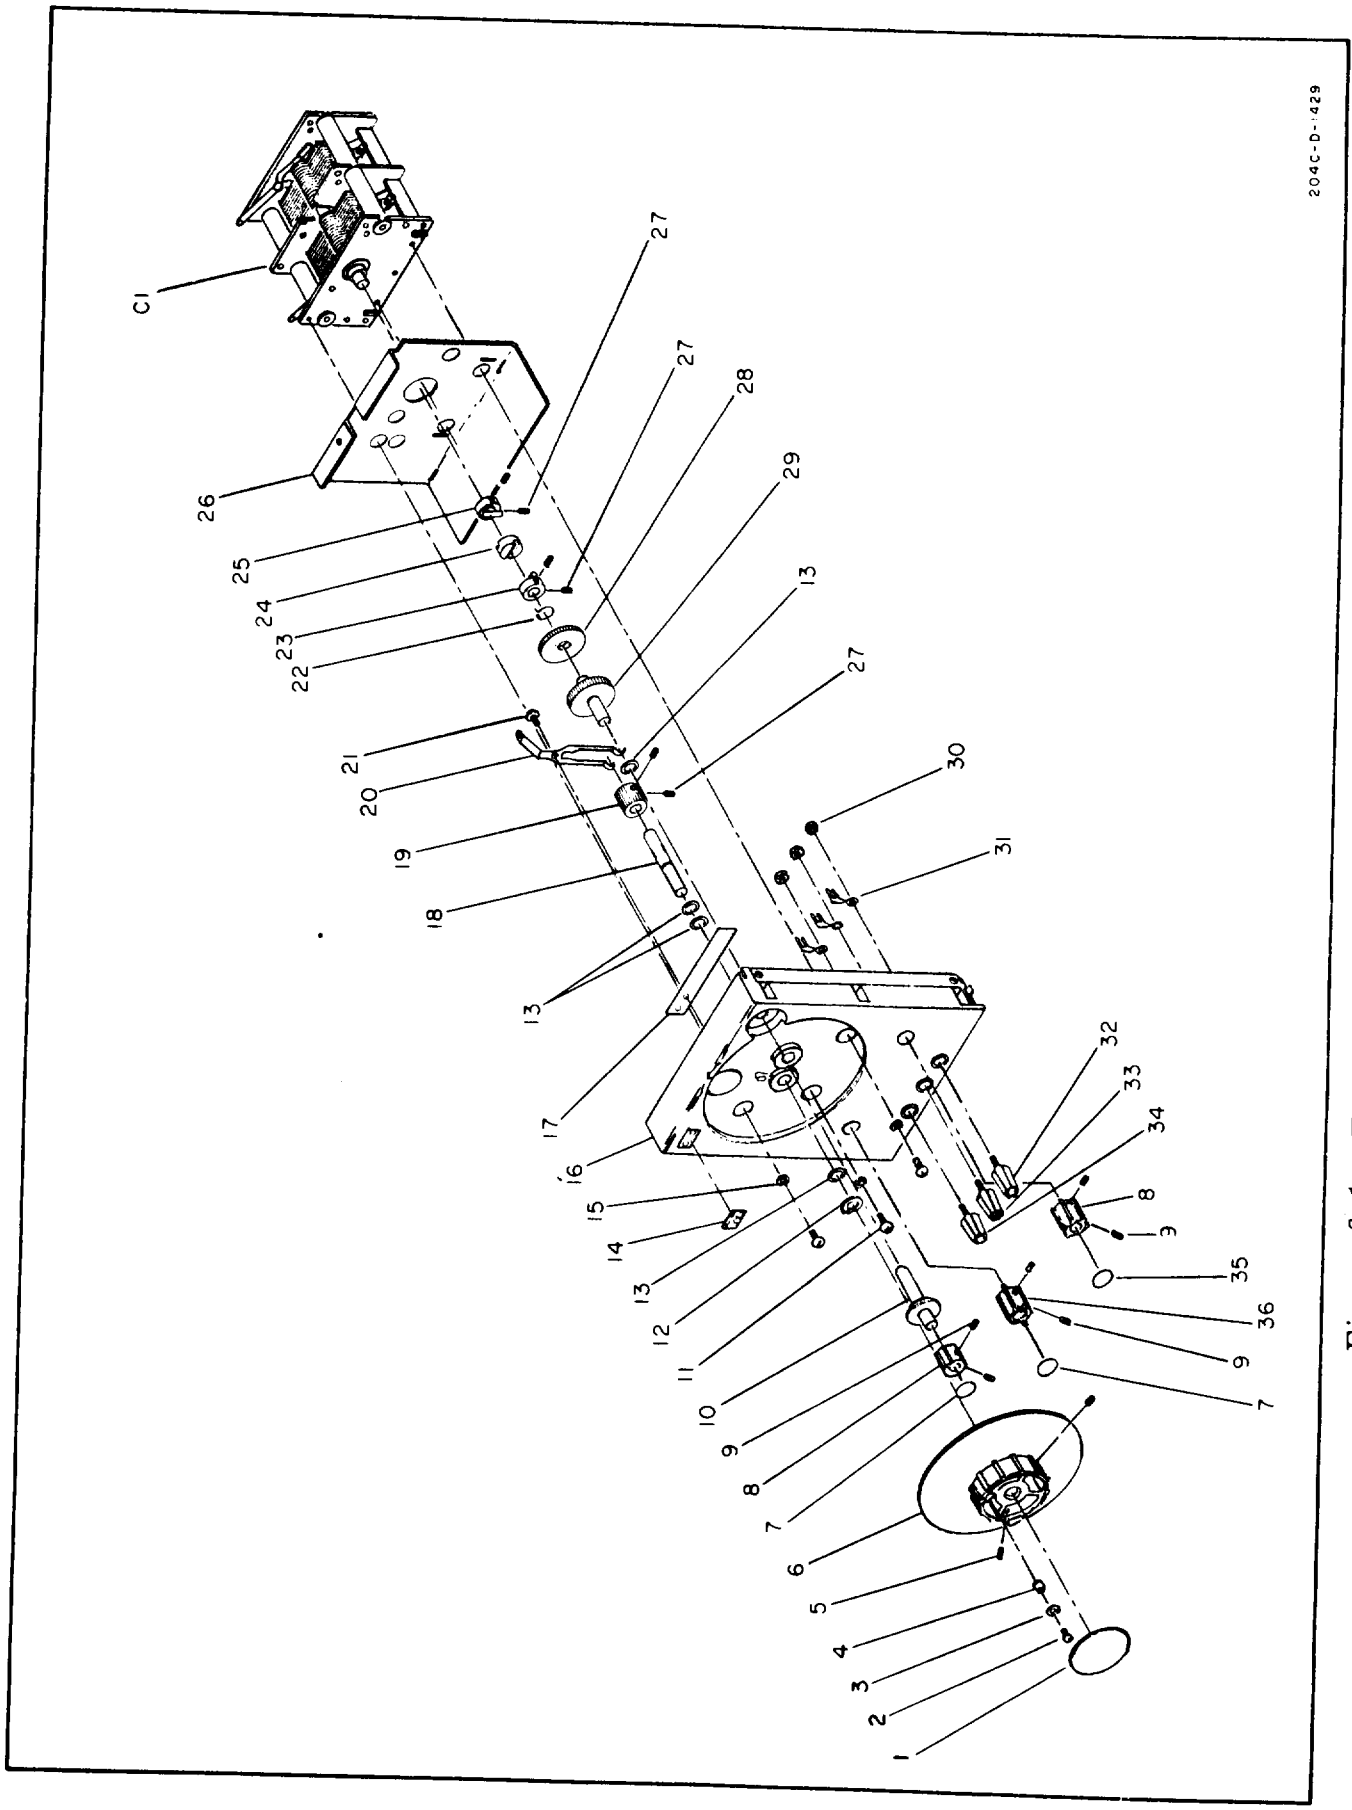

Figure 6-1. Front Panel ⌐ 'oded View
-31. The inner cabinet provides the chassis ground path for C1. When the cabinet is removed for troubleshooting, connect a short jumper lead from the bottom of MP26 (see Figure 6-1) to the metal tab protruding just below. it. This will allow the oscillator to operate with the inner cabinet removed.